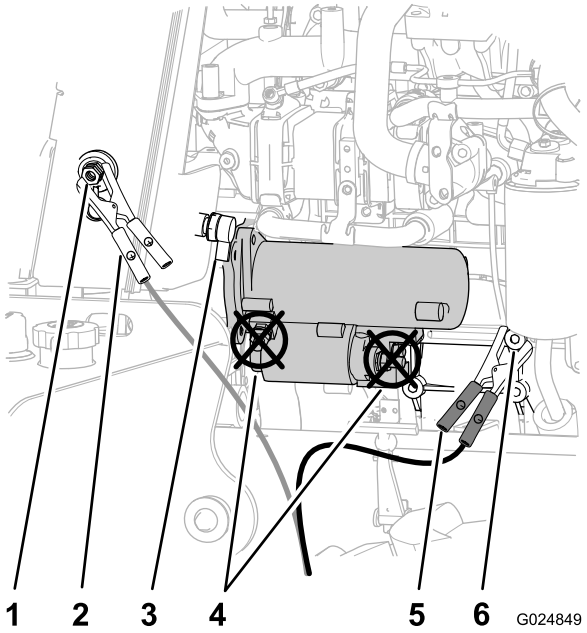

Bild 77
4. Nehmen Sie die Abdeckung vom Starthilfepol ab (Bild 77).
5. Schließen Sie das Plus-Starthilfekabel (+) am Starthilfepol an (Bild 77).
6. Schließen Sie das Minus-Starthilfekabel (-) an der Erdung an, wie z. B. die Mutter am Drehpunkt für die Lichtmaschine (Bild 77).